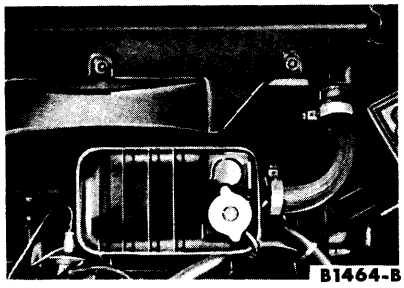

FIG. 2—Radiator Supply Tank
1. Drain the cooling system so that the coolant level is below the radiator supply tank. Disconnect the radiator upper hose at the radiator supply tank (Fig. 2).